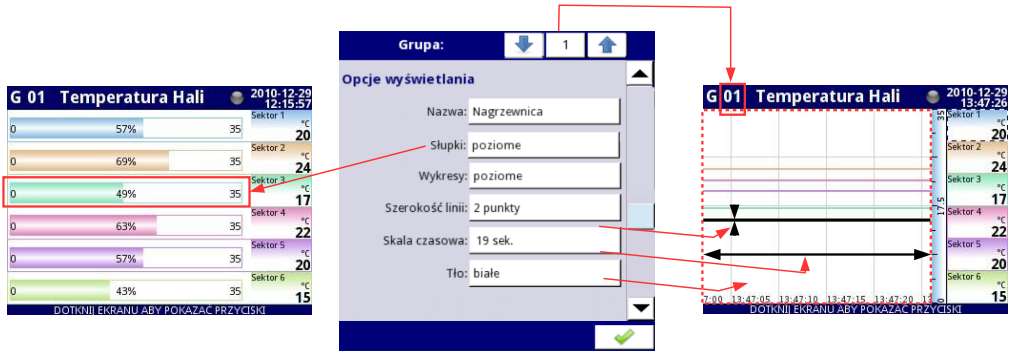
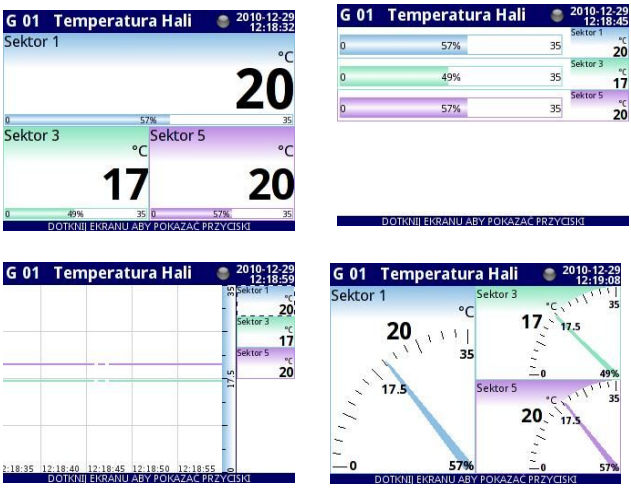

Rys. 7.146. Przykładowe ustawienia parametrów Grupy - wszystkie Sloty ustawione na Kanale logicznym
Rys. 7.148. Przykładowe ustawienia parametrów Grupy - Sloty ustawione na Kanale logicznym oraz nieaktywne
- **Slot 1÷6** – w każdej z nich można wybrać opcję (patrz **Rys. 7.146÷ Rys. 7.148**):